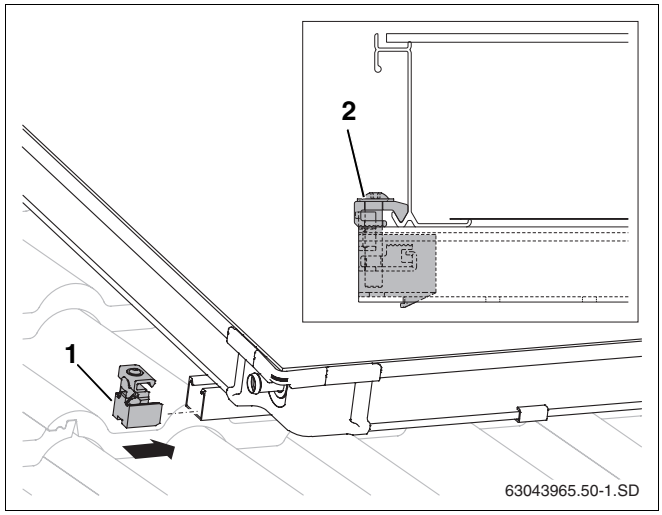

Rys. 49 Pojedyncza zapinka kolektora z lewej strony
- Zapinki pojedyncze (rys. 49, **poz. 1**) wsunąć w górną i dolną szynę profilowaną.
- Zapinki wsunąć aż do ramy kolektora i przykręcić kluczem SW 5 (rys. 49, **poz. 2**).